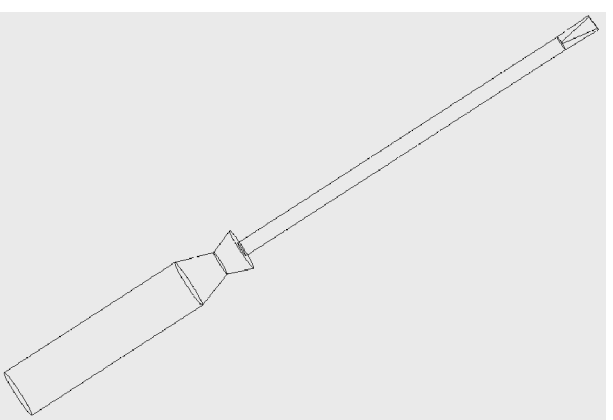

图 3-51 使用混合特征创建的改锥头
(13) 预览无误后单击 按钮,完成混合特征的创建,结果如图 3-51 所示。